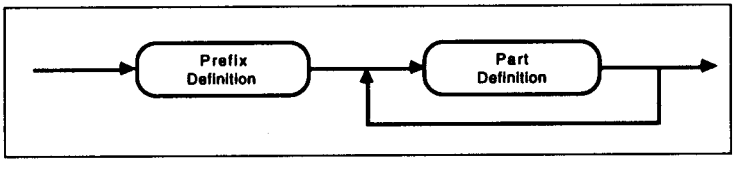

Figure 23-1. Syntax diagram for a library source file.
Figure 23-1 is an example of a syntax diagram. It represents the complete syntax for a library source file.
3. Junctions represent a connection point where you have the choice of selecting another path. For example, the syntax diagram for the library source file shown in figure 23-1 has a junction after a part definition. You can choose to complete the diagram or to make another Part Definition.
4. You cannot travel a path going against the arrows. For example, in figure 23-1, you cannot return to the prefix definition after you make a part definition.
Identifiers serve as placeholders for a more detailed level of syntax structure. They do not represent command syntax or tokens. Rather, they provide the ability to give an overview of the syntax. When you create the part, you must work down through all the nested identifiers. For example the syntax diagram for a library source file shown in figure 23-1 has two identifiers (Prefix Definition and Part Definition) and no tokens.